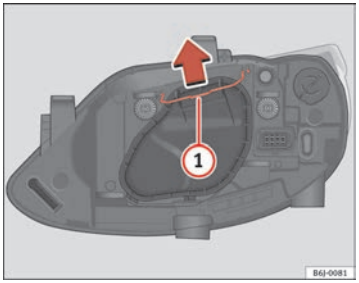

Fig. 140 Dipped beam/main beam, single headlight
– Remove the loop ⇒ page 215, fig. 140 (1) in the direction of the arrow and remove the cover.